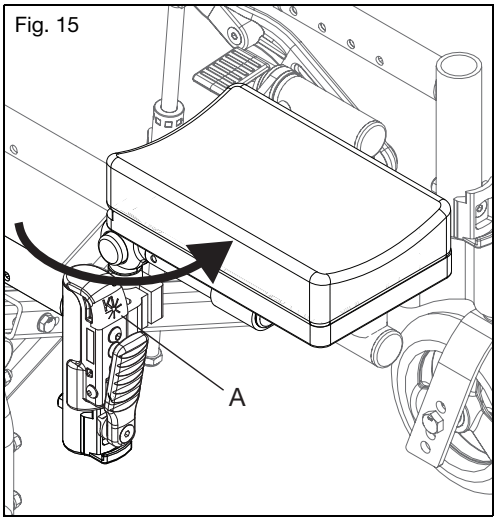

Fig. 15
a. Coloque el receptor pivotante RLS en el alojamiento que está en el chasis del tubo frontal (Fig. 15:A).